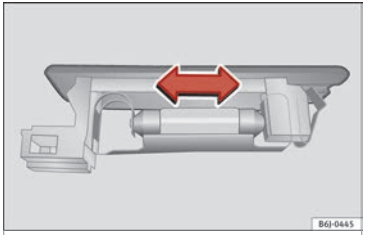

**Fig. 123** Boot light.
– Press the bulb sideways and remove it from its housing ››› **Fig. 123**. »